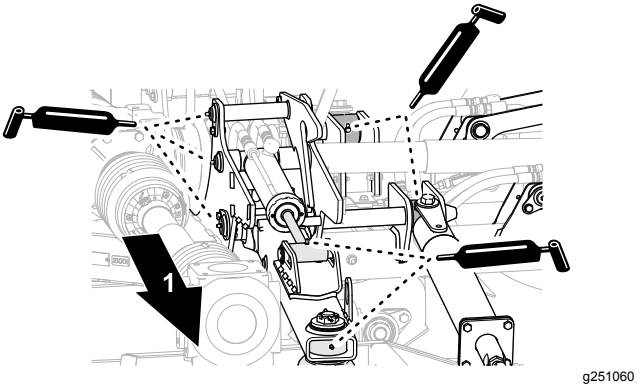

Figur 46
- Applicera det angivna fettet på lyftarmarna, hydraulcylindrarna och stötdämparna på vänster och höger klippdäck (Figur 46).